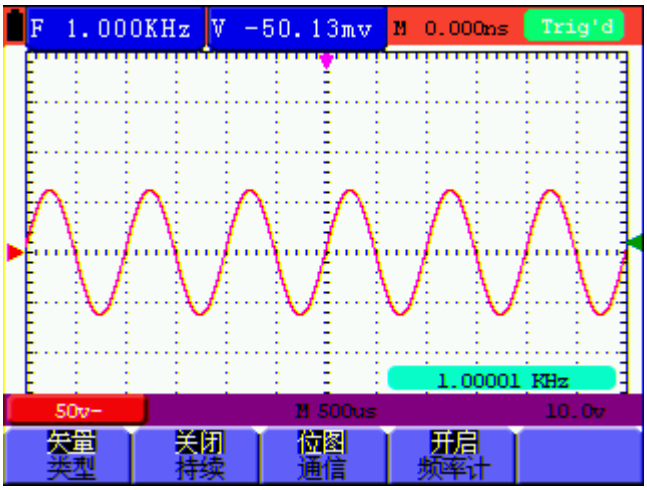

图 41 开启频率计功能
3. 按 **F4** 键，可以打开或关闭频率计。如图 41 所示。